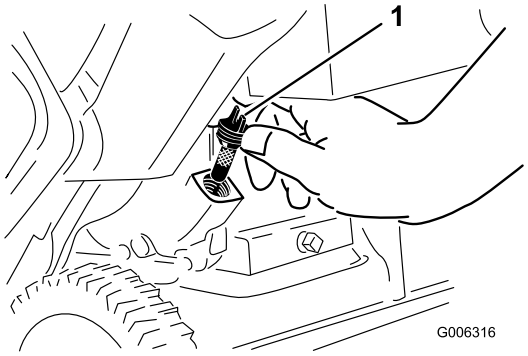

Рисунок 30
6. Очистите поверхность вокруг крышки маслозаливной горловины (Рисунок 30).
7. Отверните крышку маслозаливной горловины и снимите ее (Рисунок 30).